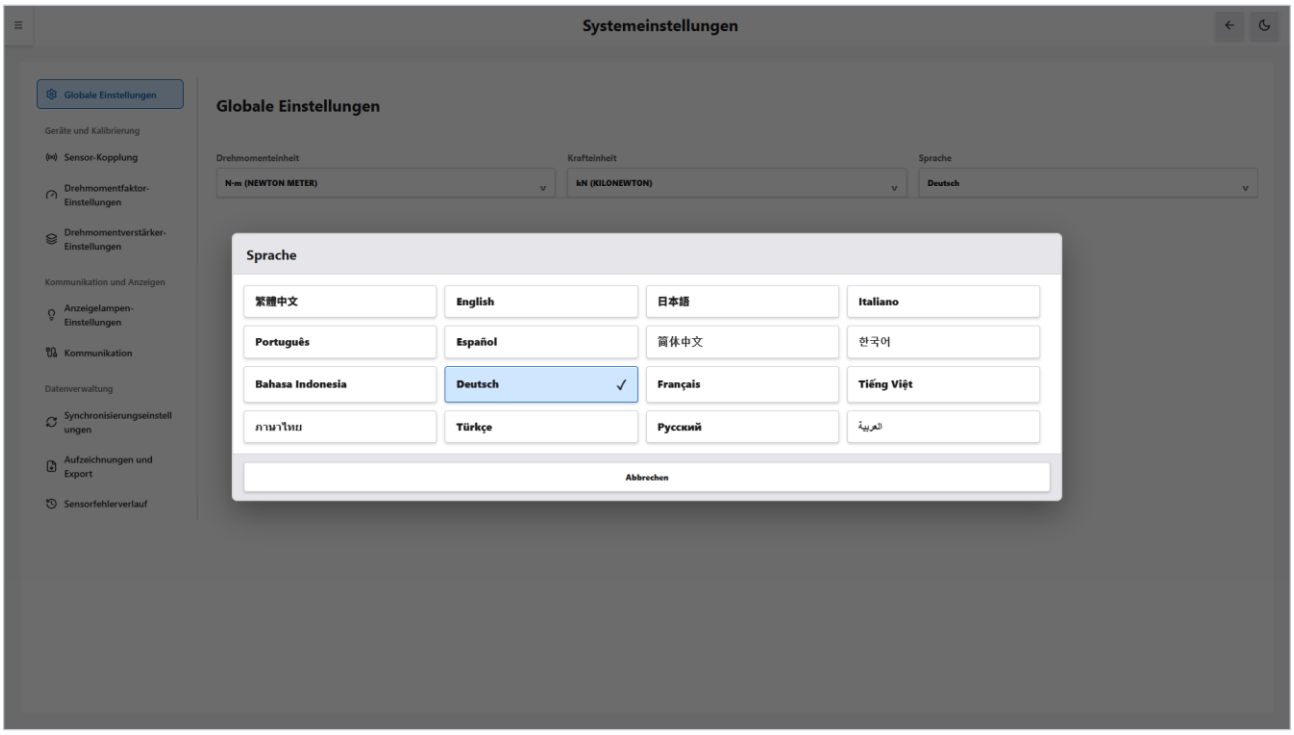

Abbildung 12-4 Auswahlfenster für die Sprache
1. Klicken Sie in „Globale Einstellungen“ auf das Auswahlfeld „Sprache“. Das Fenster aus Abbildung 12-4 erscheint.